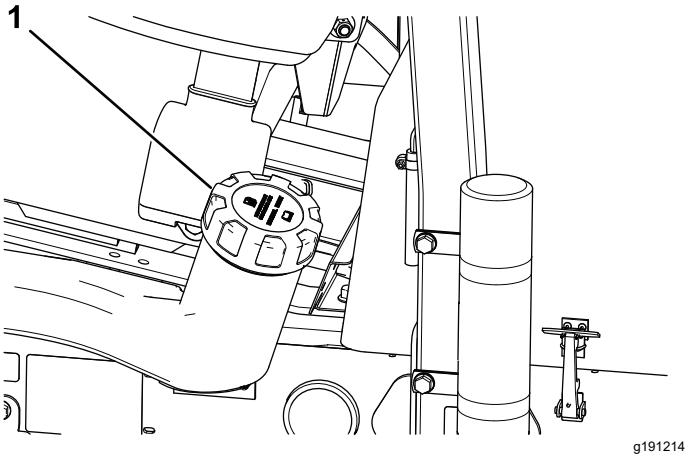

Figur 31
2. Rengør området omkring brændstoftankens dæksel (Figur 31).